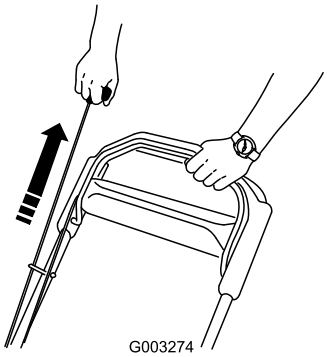

Figur 13
4. Dra i startsnöret (Figur 13).